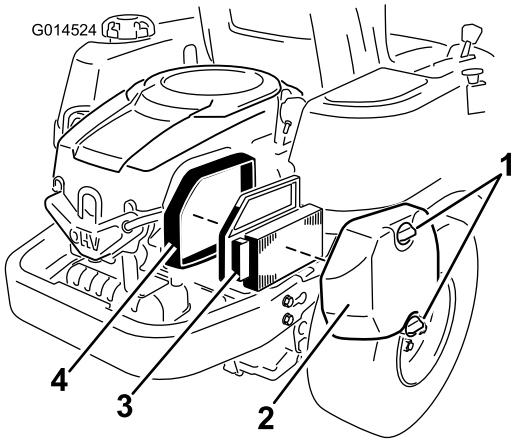

Figuur 30
1. Verwijder het luchtfilterdeksel (Figuur 30).
2. Verwijder het luchtfilterelement met de ingebouwde rubberen afdichting (Figuur 30).
5. Monteer het luchtfilterelement met de geplooide kant naar "buiten" en plaats de rubberen afdichting op de randen van de bodem van het luchtfilter (Figuur 30).
6. Plaats het luchtfilterdeksel terug en zet het vast met de twee knoppen (Figuur 30).